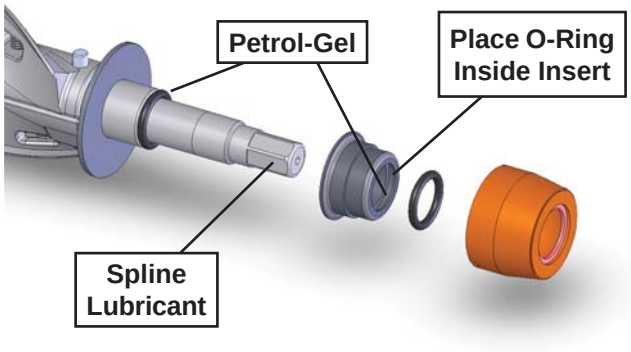

Figure 3-7 Rear Seal Lubrication
C. Install the stainless steel rear seal adapter into the rear seal dry (without lubricant). Lubricate the inside surface of the rear seal adapter, including the adapter o-ring, and install it onto the auger shaft. DO NOT lubricate the outside of the rear seal adapter (see Figure 3-7).